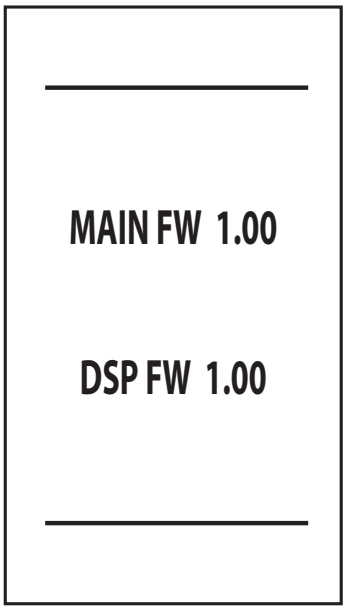

рис. 7- Включение/Версия ПО
- В течение первых 5 секунд на дисплее отображается версия программного обеспечения платы и дисплея (рис. 7).